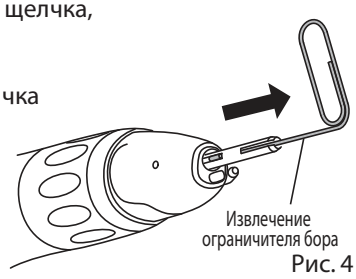

Рис. 4
2) Вставьте инструмент для извлечения ограничителя бора, поставляемый с наконечником, в цангу, расположите инструмент в прорези ограничителя и вытащите его. (Рис.4)